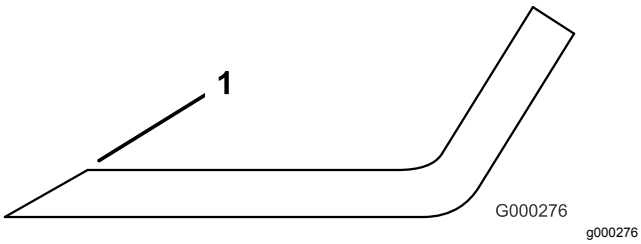

Rysunek 104
1. Użyj pilnika w celu naostrzenia krawędzi tnącej na obu końcach każdego ostrza (Rysunek 104).
Informacja: Jeżeli ostrze nie jest wyważone, spiłuj nieco metalu z obszaru łopatki (Rysunek 104).